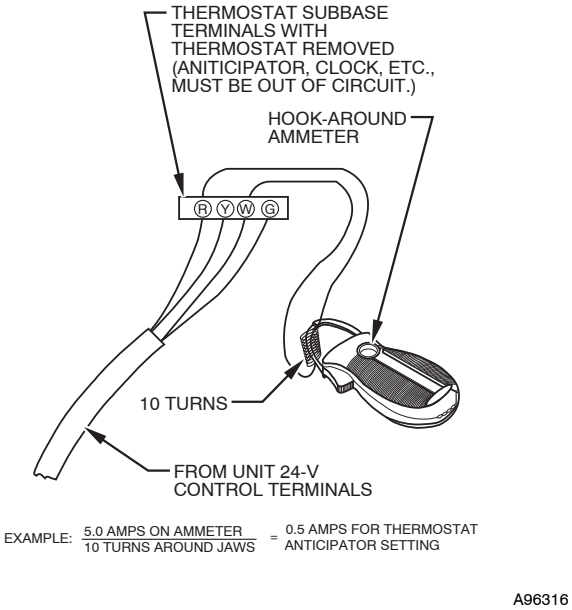

Fig. 56 - Amp. Draw Check with Ammeter
c. Connect an amp. meter as shown in Fig. 56 across the R and W subbase terminals or R and W wires at wall.